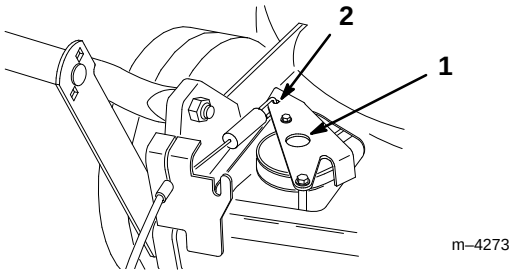

Abbildung 27
4. Den Antriebsbügel nach unten drücken, bis er den Rasenmäher berührt, und den Bügel in dieser Position halten (Abb. 27).